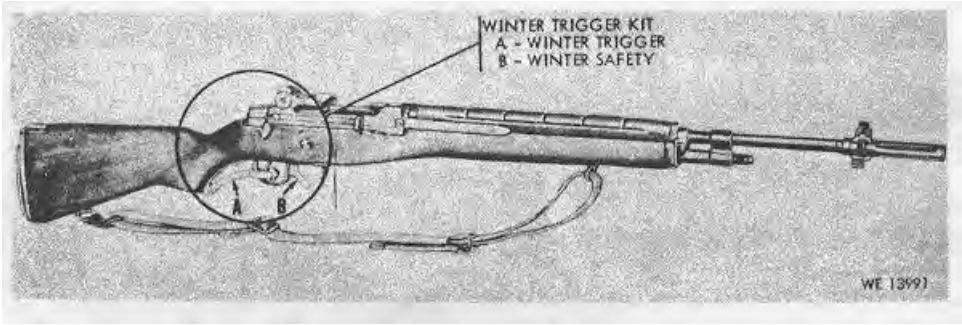

Figure 1-7. 7.62-MM Rifle M14 with winter trigger kit installed.
c. The Winter Trigger Kit M5 (fig. 1-7) is used in cold weather or arctic operation of Rifle M14. The kit consists of a winter safety and winter trigger assembly. It is installed to the pistol grip portion of the stock with screws.
g. Winter Trigger Kit. Refer to figure 1-7 as a replacement for the regular trigger assembly during cold or arctic weather.